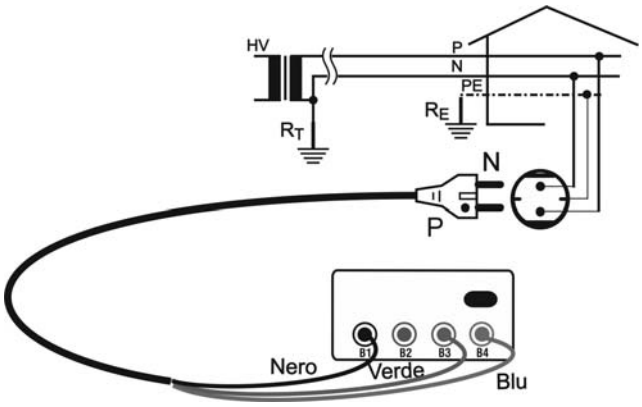
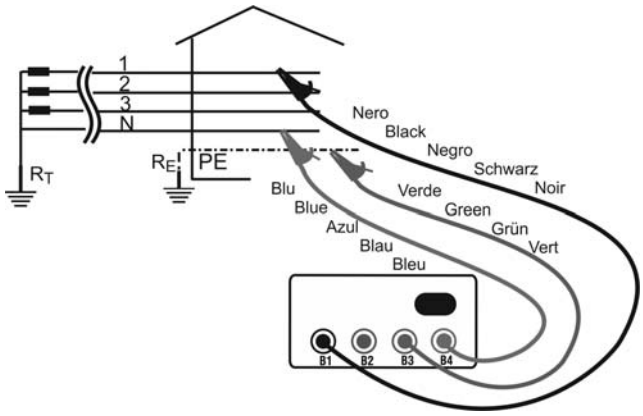

Fig. 7: Collegamento per misura impedenza di Loop Monofase/Bifase 230V
Fig. 8: Collegamento per misura impedenza di Loop Trifase 400V
2. Inserire i 3 connettori Nero, Verde, Blu del cavo shuko a tre terminali o dei cavi separati nei corrispondenti terminali di ingresso dello strumento **B1**, **B3**, **B4** (vedere Fig. 7, Fig. 8). Nel caso di utilizzo dei cavi sciolti inserire all'estremità dei cavi rimasta libera i coccodrilli.
3. Inserire la spina Shuko in una presa 230V 50Hz o i coccodrilli sui conduttori del sistema trifase (vedere Fig. 7, Fig. 8)